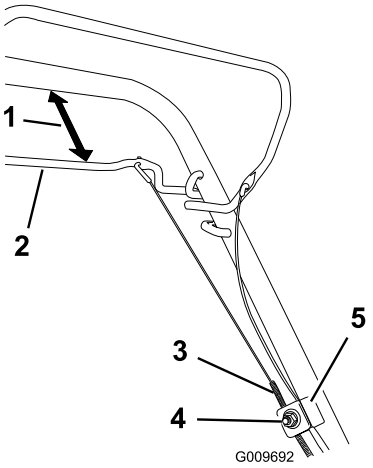

Figur 32
1. Lossa muttern som håller fast kabeln (Figur 32).
2. Håll självdrivningsreglaget 25–38 mm från handtaget (Figur 32).
3. Dra nedåt (mot maskinen) tills kabeln är sträckt (Figur 32).